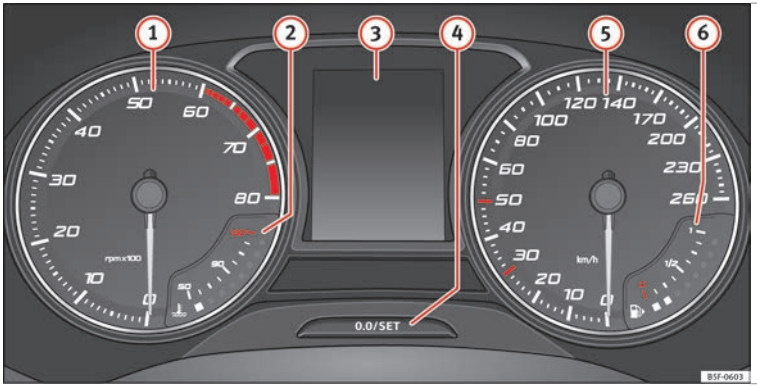

Fig. 111 Instrument panel, on dash panel.
Details of the instruments ››› **Fig. 111**:
The rev counter indicates the number of engine revolutions per minute ››› Fig. 111 (1).
Never allow the rev counter needle (1) ››› Fig. 111 to go into the red zone on the scale for more than a very brief period, otherwise there is a risk of engine damage.
A variety of information can be viewed on the instrument panel display ››› Fig. 111 (3) depending on the vehicle equipment:
- Briefly press the button ››› Fig. 111 (4) to reset the trip recorder to 0.
- Keep the button (4) pressed for about 3 seconds and the previous value will be displayed.
- To set the time, keep the button ››› Fig. 111 (4) pressed for more than 3 seconds to select the hour or minute display.
- To continue setting the time, press the upper or lower part of the button (4). Hold button down to scroll through the numbers quickly.
- Press the button (4) again in order to finish setting the time.
Hold the button ››› Fig. 111 (4) down for more than 15 seconds to display the identifying letters of the vehicle engine (MKB). To do this, the ignition must be switched on and the engine switched off.